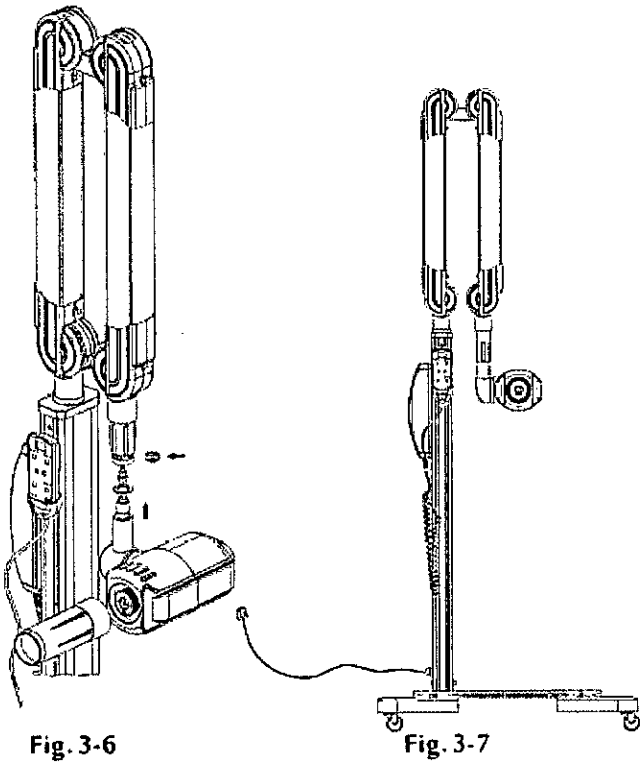

Fig. 3-6 Fig. 3-7
**VI. Instalación del generador de alto voltaje (Fig. 3-6)**
1. Mueva la cubierta plástica hacia arriba (1) y retire la arandela de seguridad (2)
3. Si el generador de alto voltaje (3) (esta parte no puede rotar 360°) está muy ajustado o muy suelto, retire la cubierta plástica (4), luego utilice una llave M3 para ajustar o desajustar los 3 tornillos, luego coloque nuevamente la cubierta plástica en su lugar.